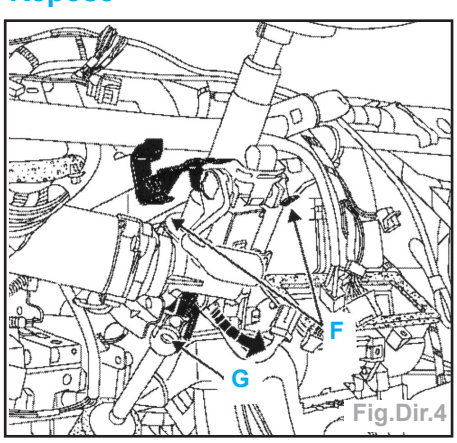

Fig.Dir.4
• la colonne sur les deux ergots de positionnement (**F**) (Fig.Dir.4),